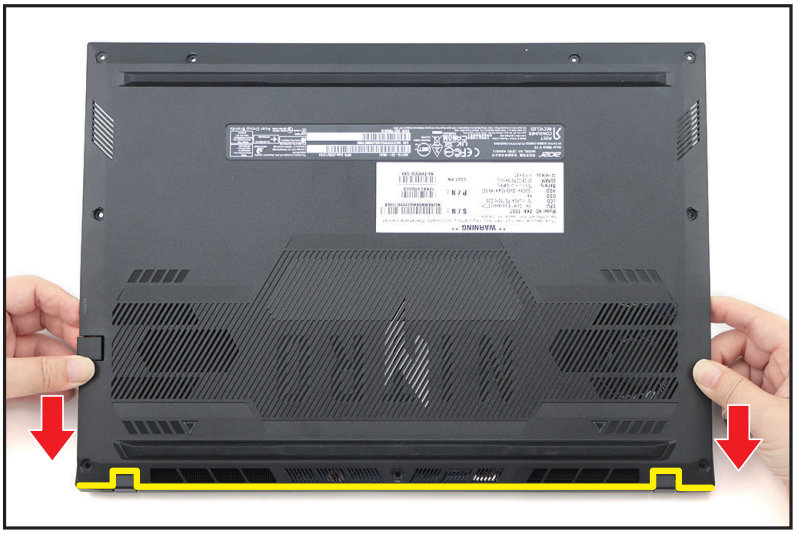

Figure 1-5. Base Cover Removal
4. Push the base cover downward with your hands to release the upper latches (Figure 1-5). Then remove the base cover.